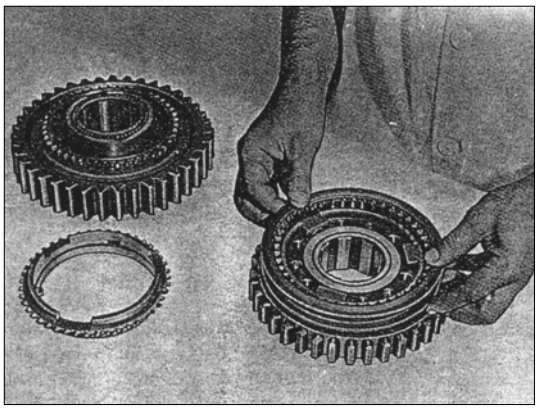

РИС. 208
1) В узле ведомых шестерен 1-й передачи и заднего хода роль ступицы синхронизатора выполняет шестерня заднего хода. Выровняйте зубчатый венец шестерни 1-й передачи с шлицами муфты синхронизатора и снимите шестерню 1-й передачи с втулкой. Следите, чтобы иголки не выпали. Выровняйте зубья зубчатого венца шестерни заднего ход с зубьями муфты синхронизатора и аккуратно снимите муфту с 3-х сухарей синхронизатора. Следите, чтобы сухари синхронизатора и нажимные пружины не выскочили (см. рис. 208).